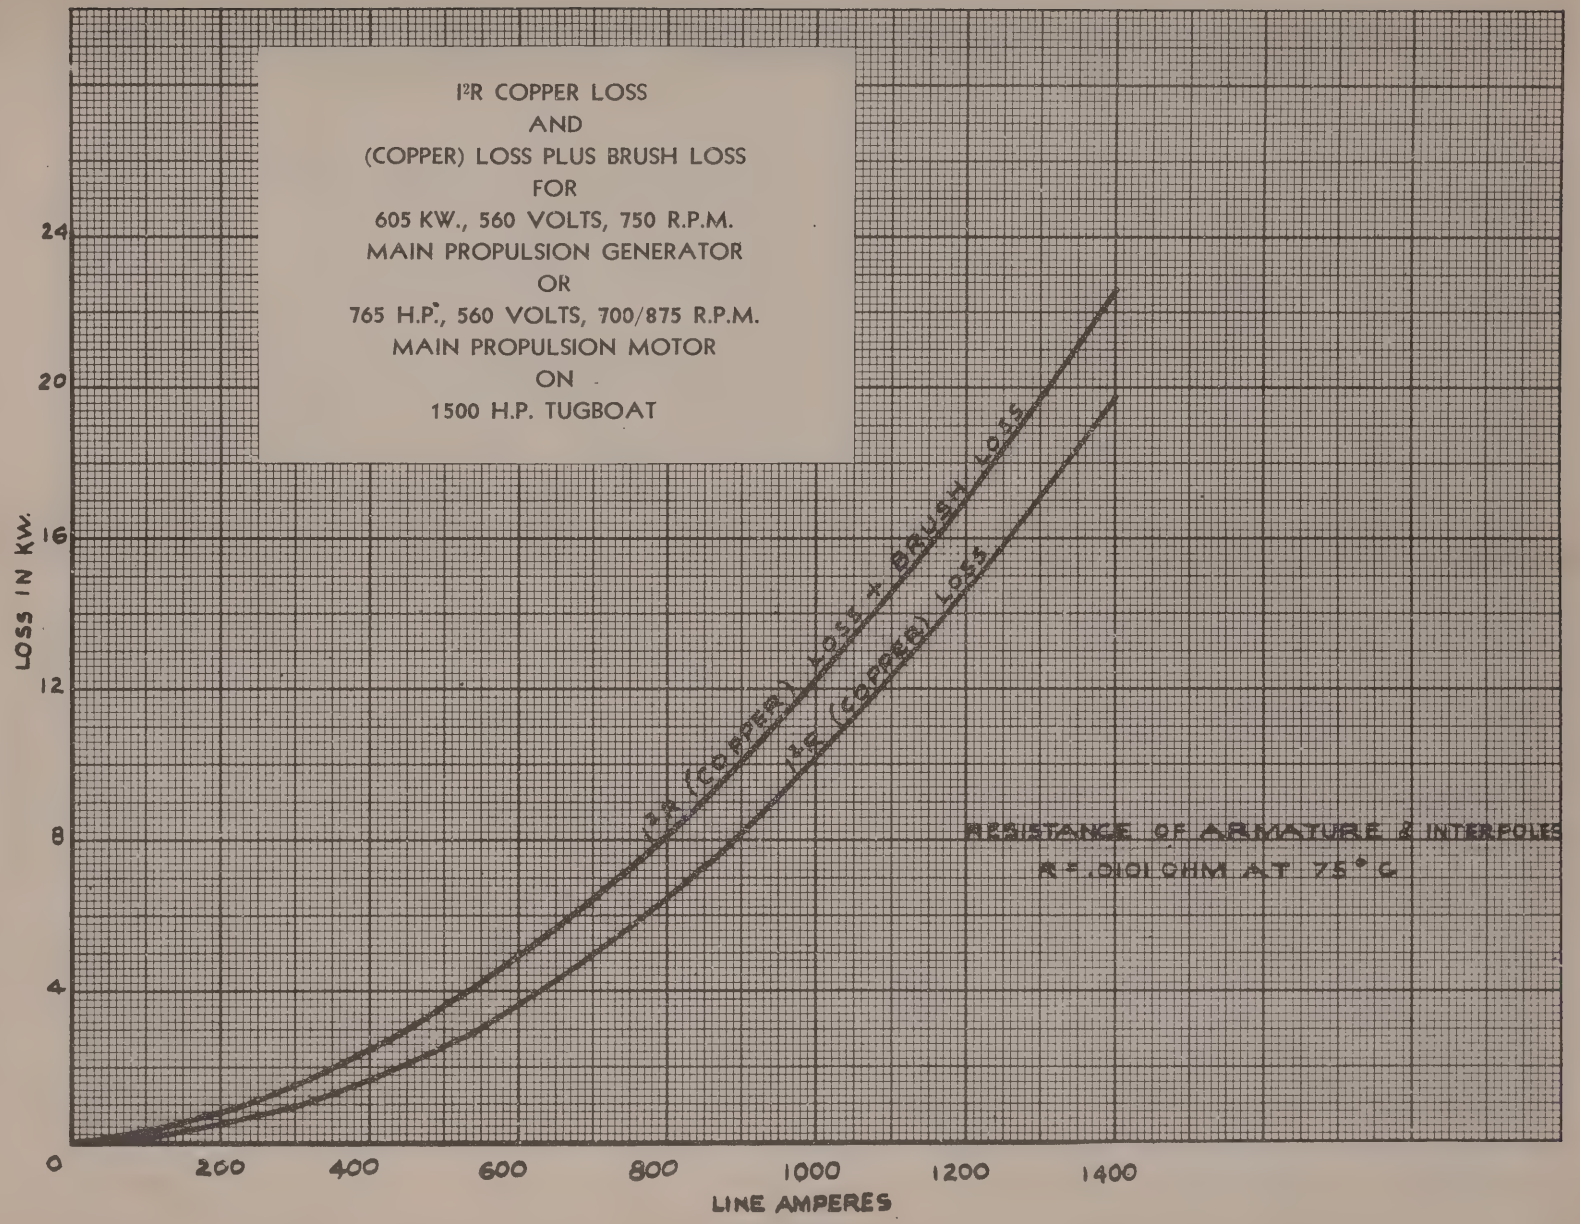

Fig. 13W
c. I^2R (copper) loss and brush loss are read directly from the upper curve on Fig. 13W at 1080 amps. thus ..... 14.00 kw.
c. I^2R (copper) loss and brush loss are read directly from the upper curve on Fig. 13W at 1080 amps. thus.....14.0 kw.